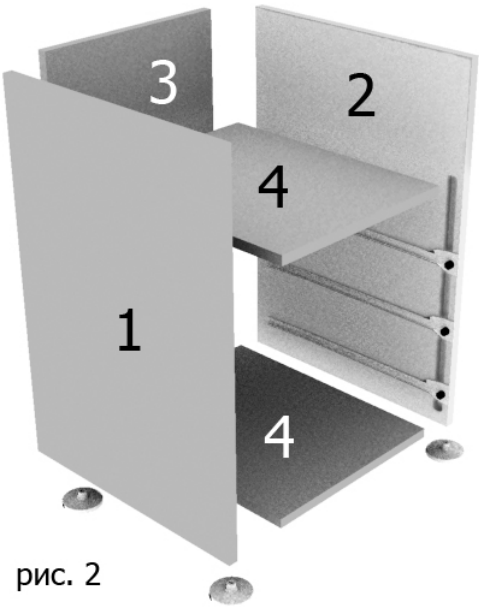

рис. 2
3. Соедините бок 1, горизонты 4, заднюю стенку 3, бок 2, затяните эксцентрики (рис. 2).